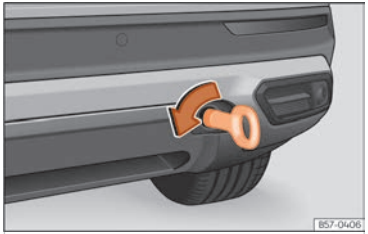

Fig. 200 Right side of the rear bumper: towline anchorage screwed in.
- Screw the towing eye in the housing by turning it to the maximum **anticlockwise** ››› Fig. 200 , ››› ①. Use a suitable object that can completely and securely tighten the towing eye in its housing.